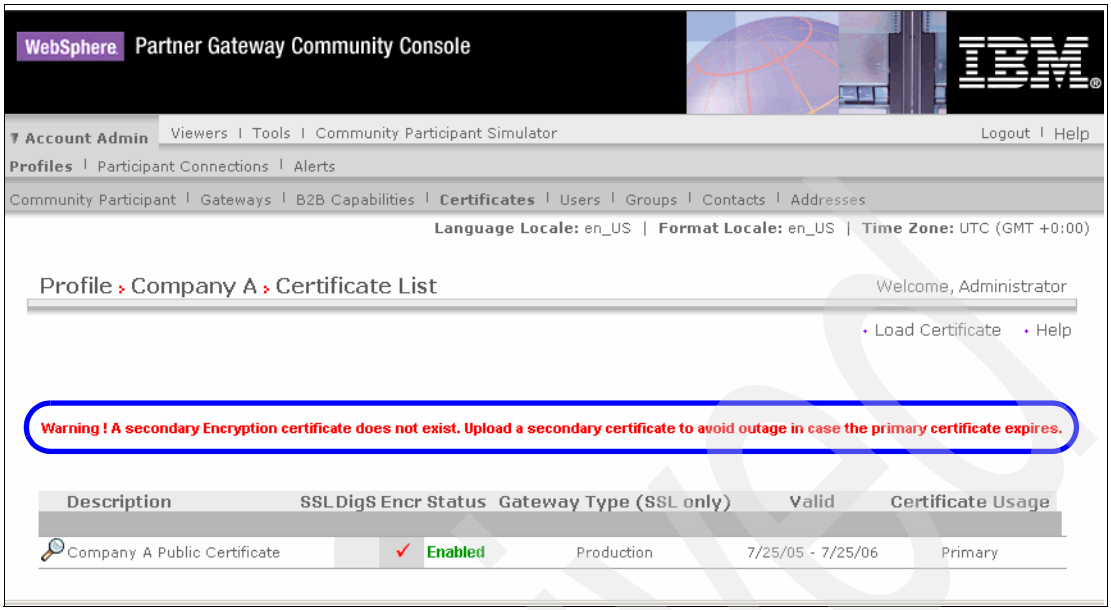

Figure 8-36 List of certificates uploaded
7. On selecting **List**, to display the list of certificates uploaded for Company E, we see a screen as shown in Figure 8-36 on page 240. The red text indicates a warning message, which is to inform the user that only a primary certificate has been uploaded, it is advised to upload a secondary certificate in order to avoid failure of transaction or transfer of data securely, as a result of invalidity or nonusability of the primary certificate.